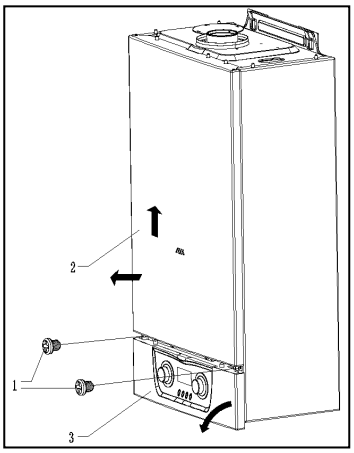

Рис. 18
- для снятия передней крышки потяните ее вверх и наружу, (поз.2 рис.18)
- откиньте наружу панель управления (поз.3 рис.18)